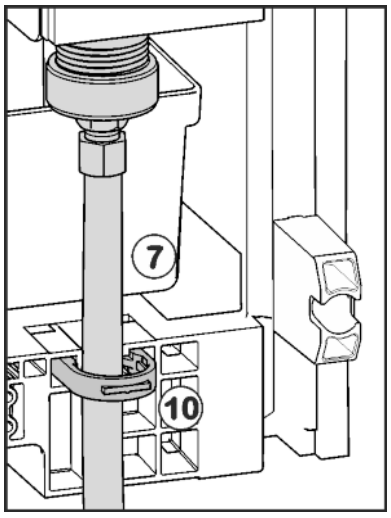

*Fig. 19*
▶ Affix the water supply *Fig. 19 (7)* to the housing, if necessary, using the locking element *Fig. 19 (10)*.